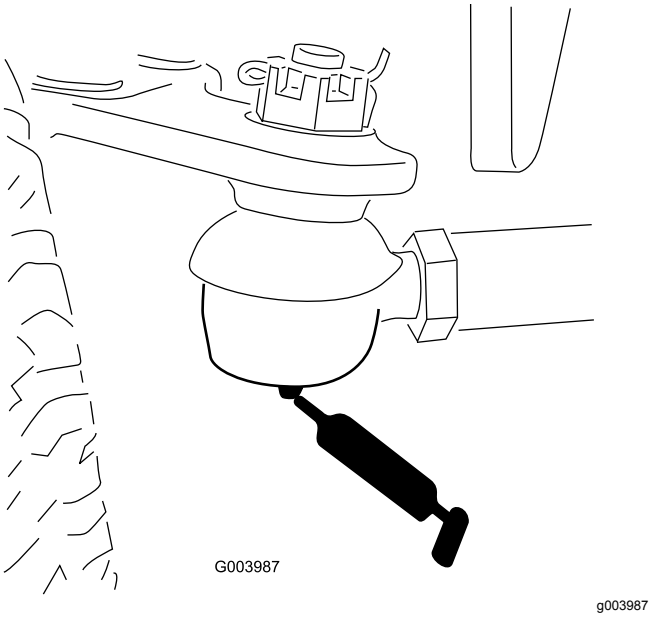

Figur 48
- Bakaxelns dragstång (2) (Figur 48)